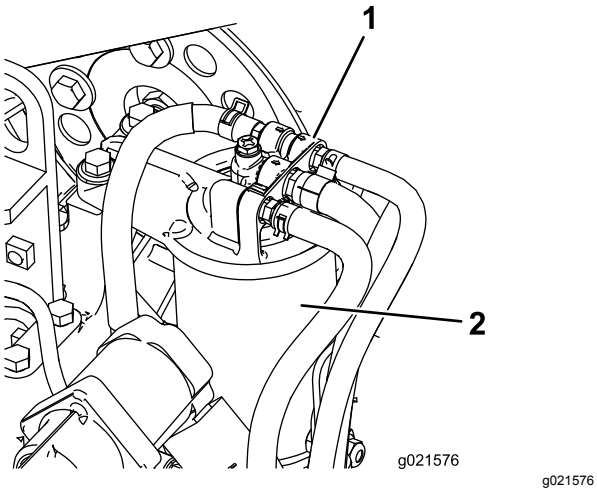

Figur 64
1. Gör rent omkring bränslefilterhuvudet (Figur 64).
2. Demontera filtret och rengör filterhuvudets monteringsyta (Figur 64).